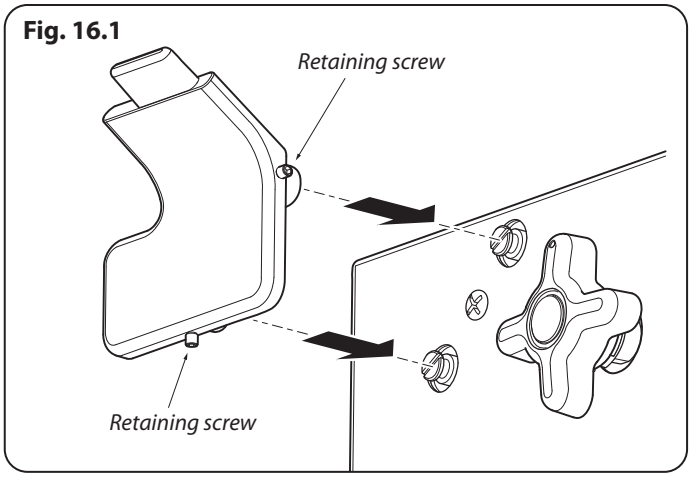

Fig. 16.1
1. Using the 2 mm Allen key supplied, loosen the two retaining screws in the base and side of the handrail support. Fit the handrail support onto the locating bosses on the fascia (**Fig. 16.1**).